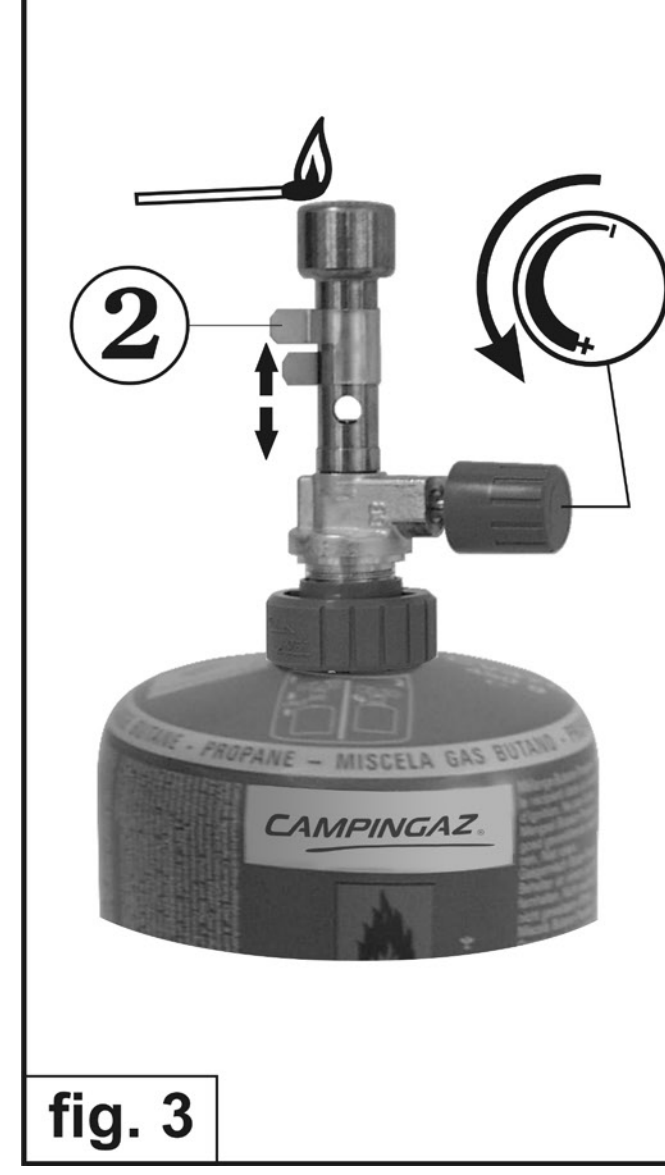

fig. 3
2. Allumage du brûleur (fig.3) :
Présenter une flamme à proximité du brûleur (1) puis ouvrir progressivement le gaz en tournant le volant (3) dans le sens inverse de rotation des aiguilles d'une montre. (voir détail fig.3).
3. Réglage de la flamme (fig.3):
2/ Température (fig.3) : Pour faire varier la température de la flamme, faire glisser la bague (2) le long du tube du brûleur:
2. Lighting the burner (fig.3):
Bring a flame close to the burner (1) then gradually turn on the gas by turning the knob (3) anti-clockwise (see detail in fig.3)
3. Adjusting the flame (fig.3):
2/ Temperature (fig.3): To change the flame temperature, slide the washer (2) along the burner tube: